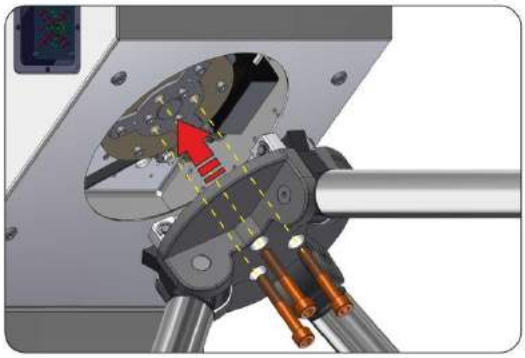

Fig. 14 – Installation of the hub with barrier rods into the tripod turnstile body
a) The hub (1) barrier rods *(2)* to be set out manually (*See Fig. 14*).